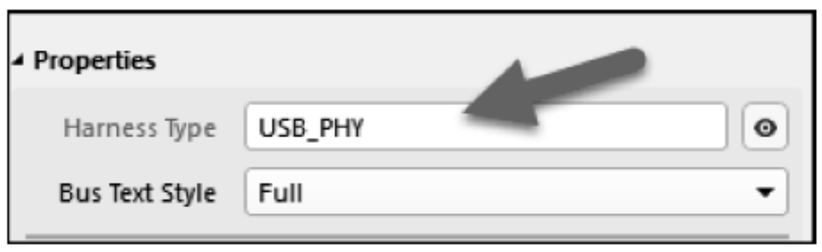

图 1-64　设置线束类型
(2) 设置线束类型。双击线束连接器,在 Properties 选项中的 Harness Type 中设置线束类型(线束类型可以隐藏或者移动,以节省空间)。本例设置为 USB_PHY,如图 1-64 所示。